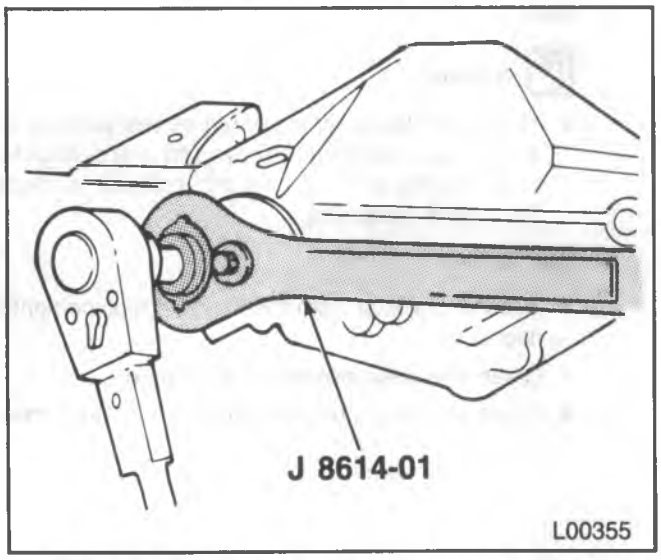

Figure 20—Removing/Installing the Pinion Nut
- Position J 8614-01 on the flange so that the four notches on the tool face the flange (figure 20).